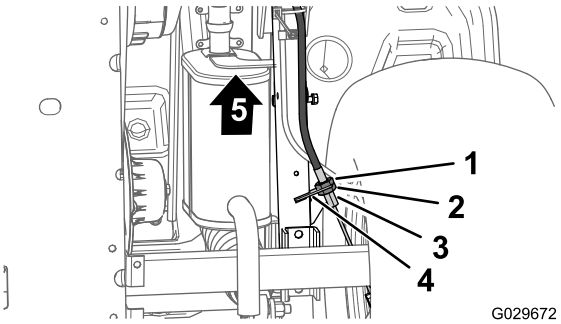

Figur 71
3. Lossa den bakre kontramuttern för den gängade justeraren till parkeringsbromskabeln som sitter längst ner på maskinen genom att vrida på den fyra varv (Figur 71).
4. Dra åt den främre kontramuttern (Figur 71).
A. Lossa den främre kontramuttern (Figur 71) för den gängade justeraren till parkeringsbromskabeln genom att vrida på den ett varv.
B. Dra åt den bakre kontramuttern (Figur 71).
A. Lossa den bakre kontramuttern (Figur 71) för den gängade justeraren till
B. Dra åt den främre kontramuttern (Figur 71).